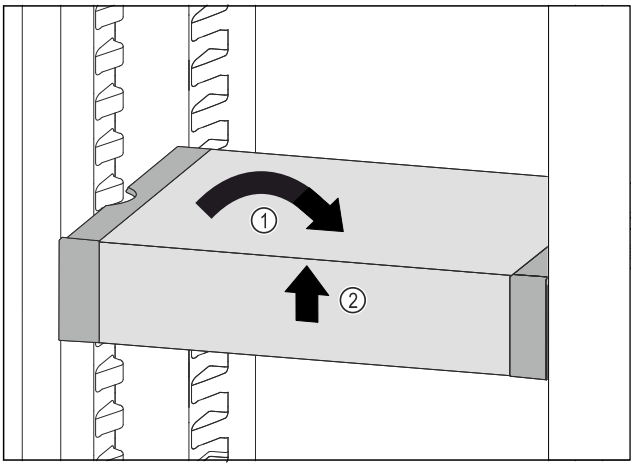

Fig. 151
▶ Novietojiet taisni VarioSafe. *Fig. 151 (1)*
▶ Paceliet priekšā VarioSafe. *Fig. 151 (2)*